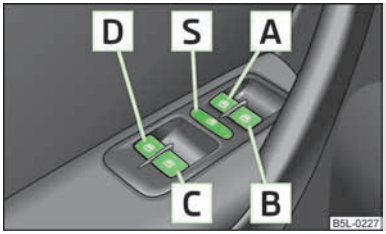

图 19
- 如果儿童坐在后座椅上乘车，我们建议停用后车门的电动车窗升降器（安全开关）S » 图 19，见第 33 页。
用于各车窗的按钮位于驾驶员车门扶手中 » 图 19、副驾驶员车门中和后车门中 » 图 20，见第 33 页。
车窗玻璃升降器按钮 » 图 19。
可以通过按压安全开关 S » 图 19 停用后车门中的车窗玻璃升降器按钮。通过再次按压安全开关 S，后车门中的车窗玻璃升降器按钮重新起作用。